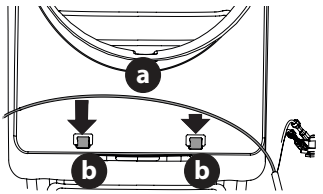

Fig. 12
4. Secure the headlight harness (a) into the two guides (b) on the front of the plenum (Fig. 12).